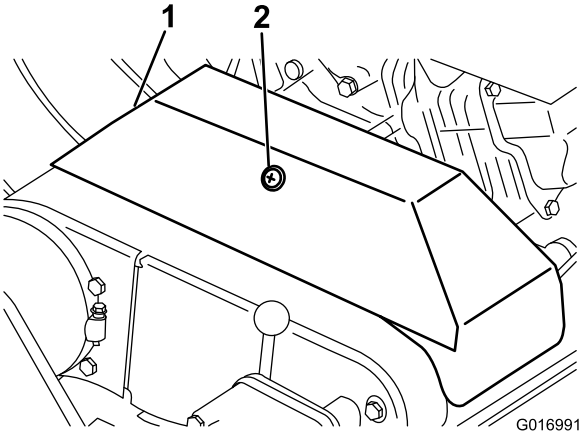

Figura 36
3. Desaperte a fixação que prende a cobertura da correia em V e incline a abertura da cobertura (Figura 36).